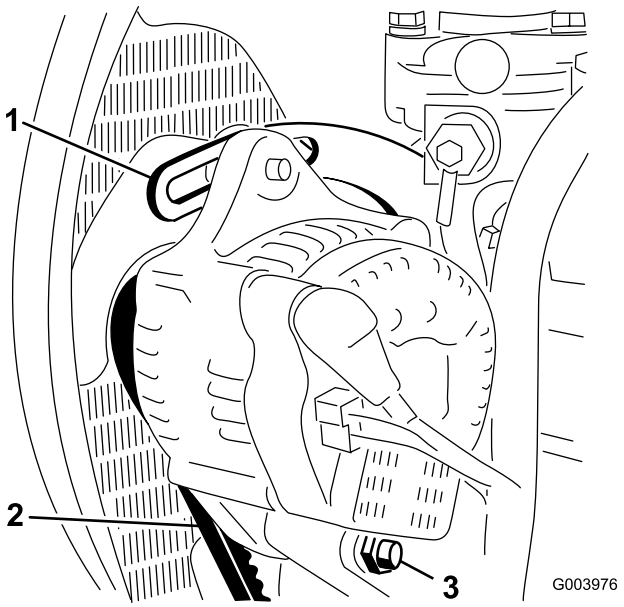

Rysunek 60
2. Sprawdź napięcie paska alternatora, naciskając go z siłą 10 kg (Rysunek 60) w połowie odległości między alternatorem a kołem pasowym wału korbowego.
3. Poluźnij śrubę mocującą klamrę do silnika (Rysunek 60), śrubę mocującą alternator do klamry oraz śrubę przegubową.